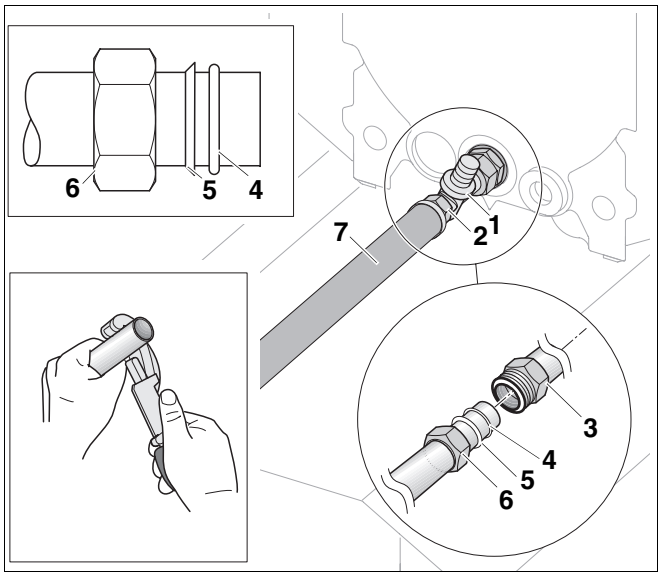

Rys. 9 Montaż złączki z pierścieniem zaciskowym do rury przyłączeniowej powrotu (RS)
- Wsunąć nakrętkę złączkową (rys. 9, **poz. 6**), pierścień zaciskowy (rys. 9, **poz. 5**) i pierścień samouszczelniający Ø 26 x 3 (rys. 9, **poz. 4**) na (przyciętą) poziomą rurę przyłączeniową powrotu (RS) (rys. 9, **poz. 7**).
- Przykręcić element przyłączeniowy (rys. 9, **poz. 3**) z włożoną uszczelką (rys. 9, **poz. 2**) do tylnego odejścia trójnika (rys. 9, **poz. 1**; zakres dostawy kotła grzewczego).
- Włożyć i przykręcić rurę przyłączeniową powrotu (RS) (rys. 9, **poz. 7**) z nakrętką złączkową (rys. 9, **poz. 6**), pierścieniem zaciskowym (rys. 9, **poz. 5**) i pierścieniem samouszczelniającym (rys. 9, **poz. 4**) do elementu przyłączeniowego (rys. 9, **poz. 3**) (dokręcając nakrętkę złączkową, przytrzymać element przyłączeniowy).